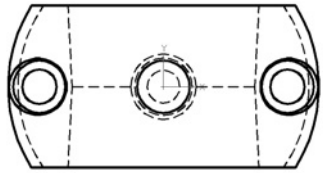

Рис. 10.5. Горизонтальная проекция крышки подшипника (вид сверху)
3. На повторный запрос *Select objects* (Выберите объекты) завершить выбор нажатием клавиши <Enter> (или щелчком правой кнопки мыши на рабочей области экрана). Автоматически создается горизонтальная проекция крышки подшипника (вид сверху) (рис. 10.5).